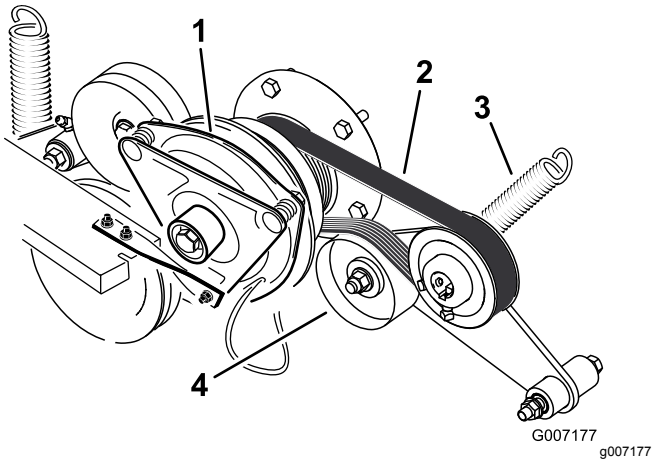

Figur 64
3. Tag fjederen af styrearmen (Figur 64).
4. Monter den nye rem omkring motorens og hydropumpens remskiver (Figur 64).
6. Monter fjederen på styrearmen (Figur 64).